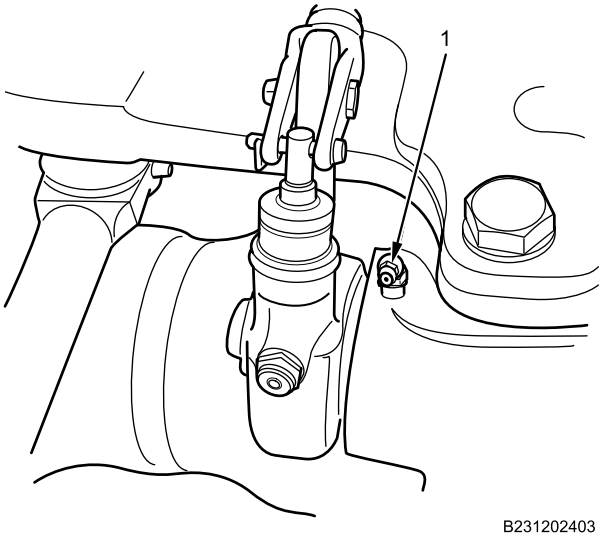

Figure 6. Inner Grease Fitting.
9. Grease brake S-camshaft inner grease fitting (Figure 6, Item 1).